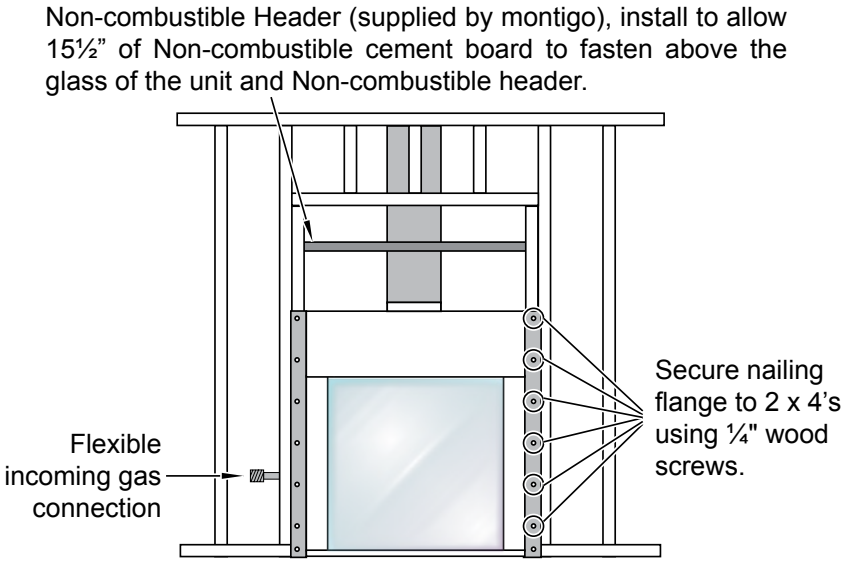
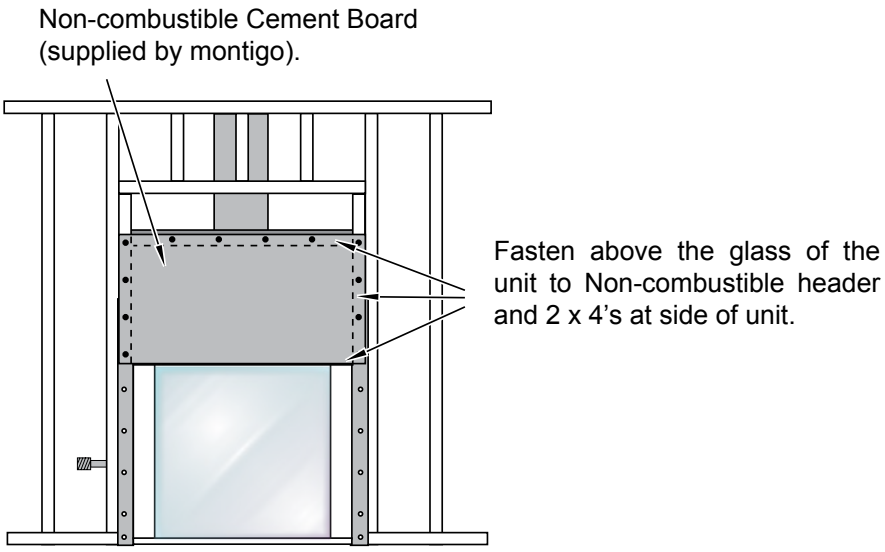

Figure 2a. Fireplace installation, (Inlet Gas & Power Vent) .
Figure 3. Non-combustible Cement Board the Fireplace, (supplied by Montigo).
Step 1. As shown in Figure 3; Use Non combustible Cement board, supplied by Montigo, screw to Non-combustible Header and 2 x 4's at sides of unit (see figure 2a on page 6) using sheet metal screws.